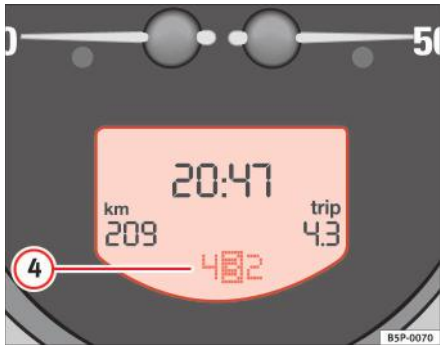

Fig. 36 Detaliu al instrumentelor de bord: ecran cu indicaţii ale sistemului de schimbare a treptelor Tiptronic
4. Indicație trepte de viteză în modul Tiptronic (cutie de viteze automată)*. Treapta de viteză selectată apare în câmpul de afişare pe fundal luminos ⇒ fig. 36. ■